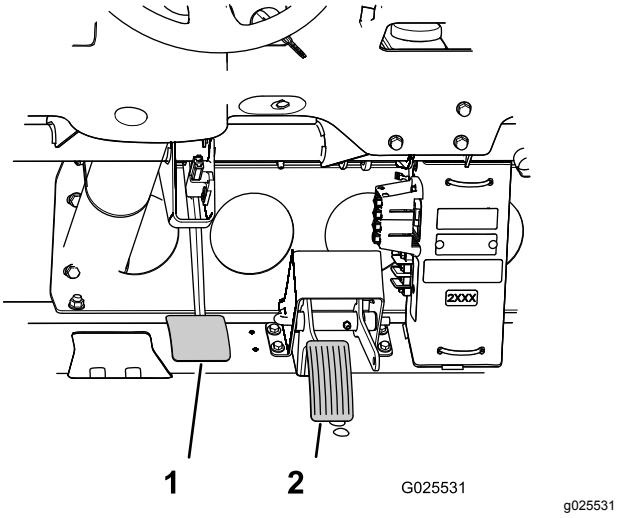

図 77
3. ブレーキペダル図 77を持ち上げてフレームに接触させる。